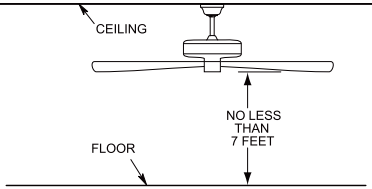

Figure 2
**The fan must be hung with at least 7' of clearance from floor to fan blades. (Figure 2)**